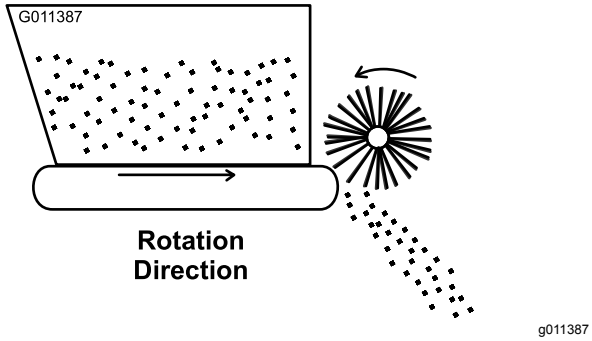

Figur 18
4. Start kjøretøyets motor og test rotasjonen til transportbåndet og børsten. Sett kjøretøyets eksterne hydraulikkspak i KJØR-stillingen. Rotasjonen skal være slik det vises i Figur 18. Hvis rotasjonen går baklengs, må hurtigkoblingene snus.